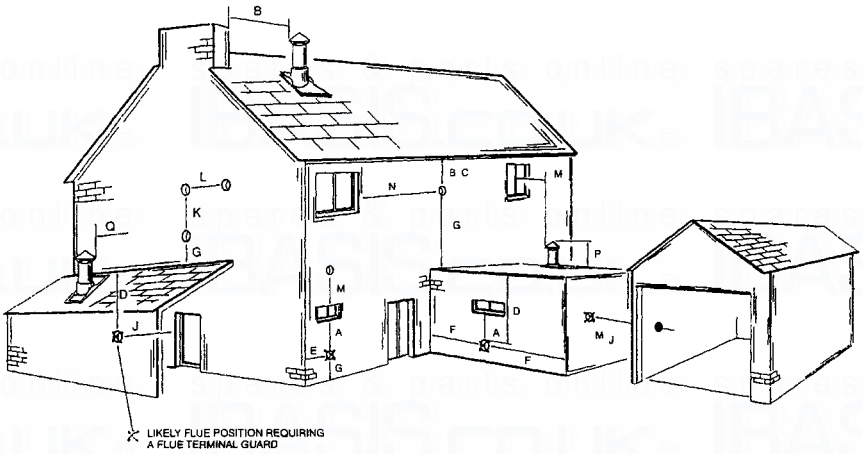

Fig 6
4.6.1 The terminal should be located where dispersal of combustion products is not impeded and with due regard for the damage or discolouration that might occur to building products in the vicinity (see fig. 6).
Minimum acceptable spacing from the terminal to obstructions and ventnation opening are specified in Fig. 6.